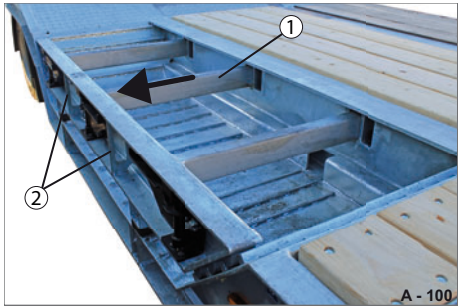

Abb. 111 Radmulden-Gestell, ausgeschoben
▶ Greifen Sie an den Griffen (Abb. 111/2) und ziehen Sie das Radmulden-Gestell (Abb. 111/1) vollständig aus.